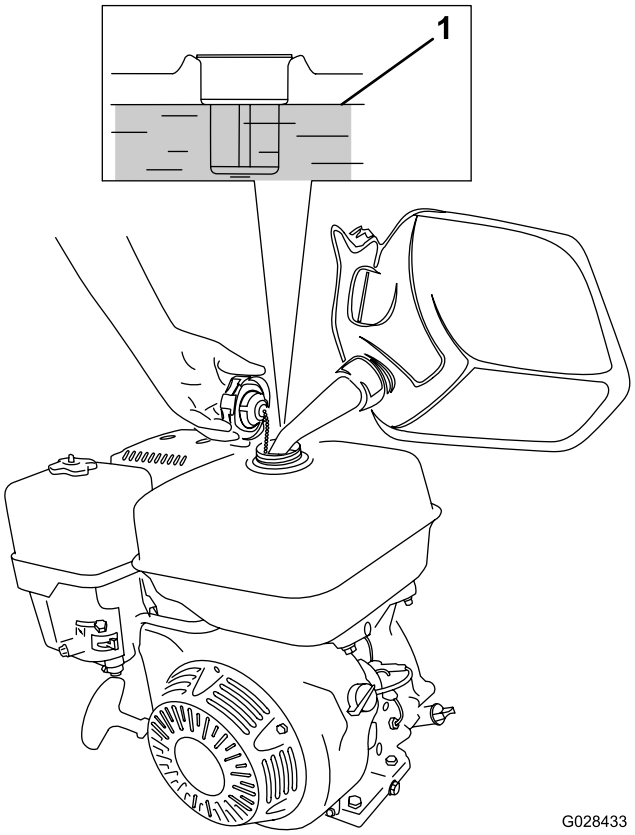

Figur 16
1. Rengör runt tanklocket och avlägsna locket från tanken (Figur 16).